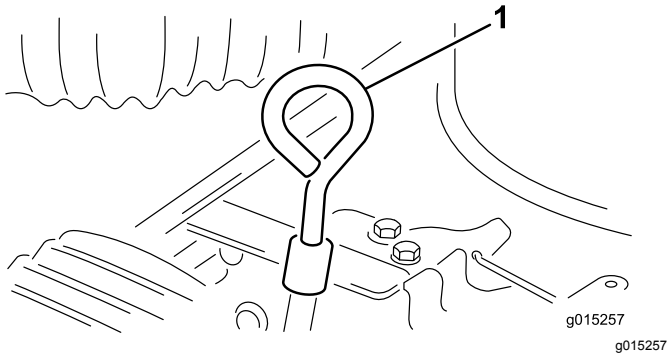

Figura 8
2. Limpe a zona em redor da vareta de óleo para evitar que entre sujidade no orifício e possíveis danos no motor (Figura 8).